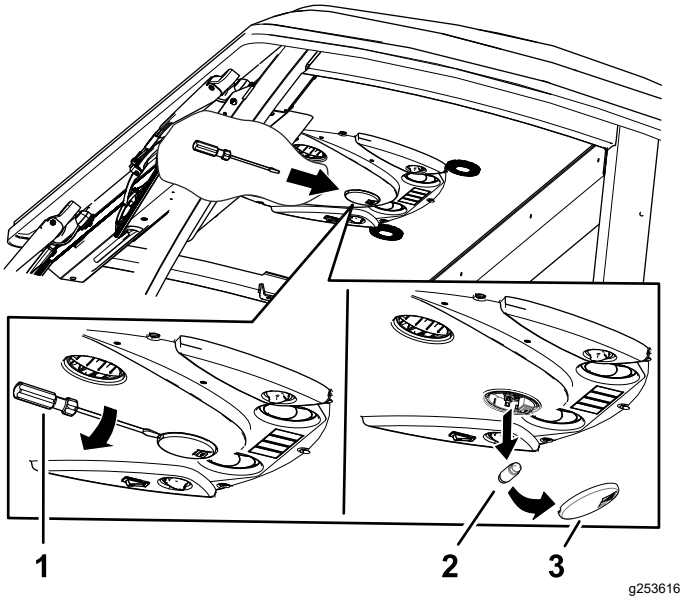

Figur 85
1. Använd en skruvmejsel för att ta bort lampglaset från kontrollpanelen. (Figur 85).
2. Ta bort lampan från lamphuset (Figur 85).